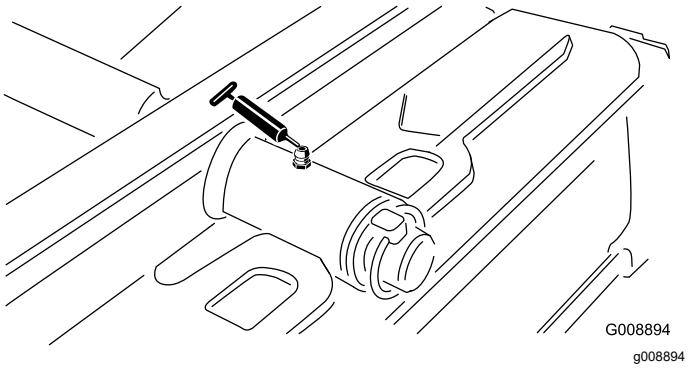

**Figur 56**
- Bakre klippenhetstapp (Figur 56)